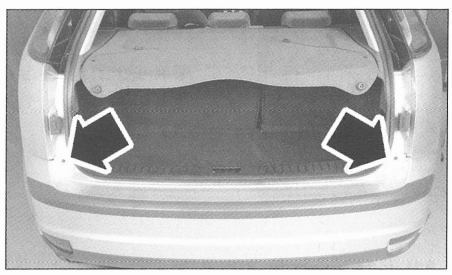

FIG. 85
- los dos tornillos **(fig. 85)**.